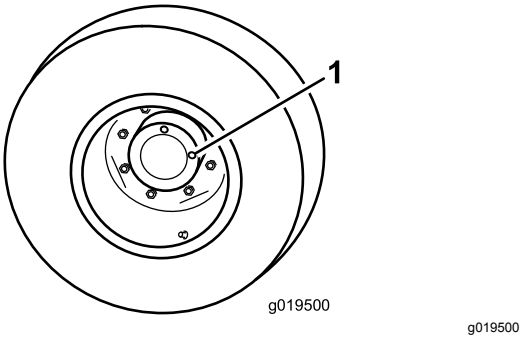

Figur 15
1. Ställ maskinen på en plan yta och placera hjulen så att en kontrollplugg är i läget klockan 12 och den andra är i läget klockan 3 (Figur 15).
1. Kontroll-/avtappningsplugg (2)
2. Ta bort pluggen som sitter i läget klockan 3 (Figur 15).